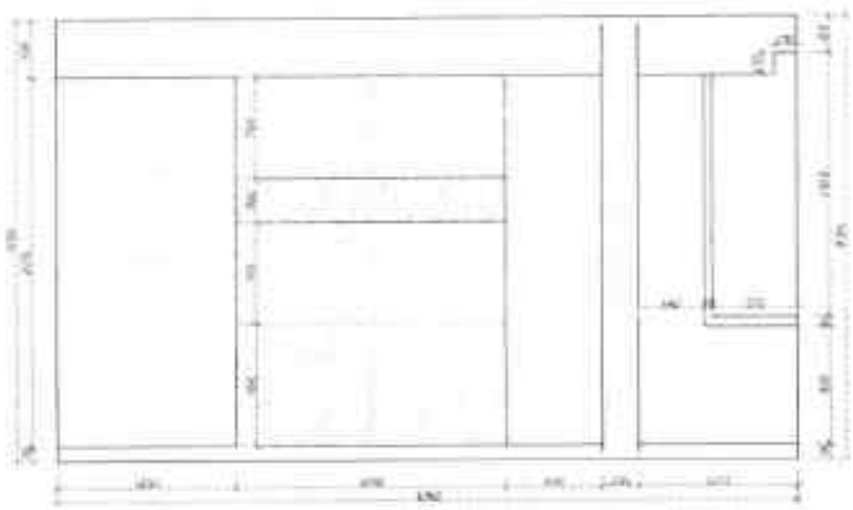

图19-100 完成尺寸标注
Step 17 按照以上操作方法，完成所有的尺寸标注，如图 19-100 所示。